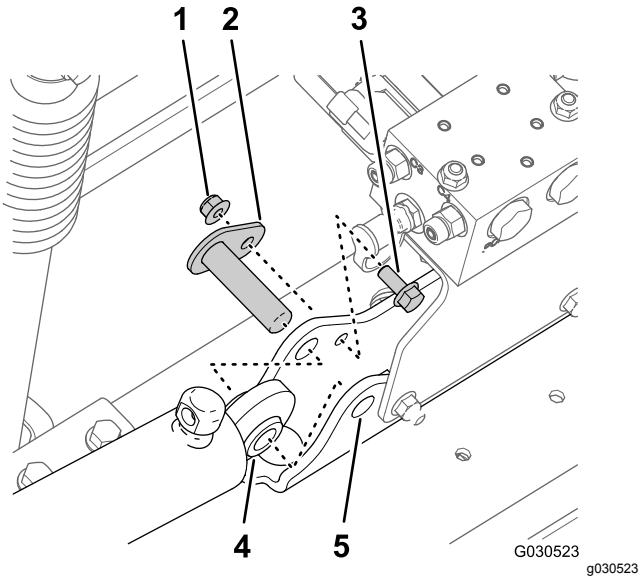

Rysunek 41
3. Odkręć nakrętkę kołnierzową zabezpieczającą (5/16 cala) oraz śrubę kołnierzową (5/16 x ¾ cala) mocujące sworzeń osi obrotu do mocowania siłownika (Rysunek 41).
4. Wyjmij sworzeń osi obrotu i siłownik podnoszenia z maszyny (Rysunek 41).